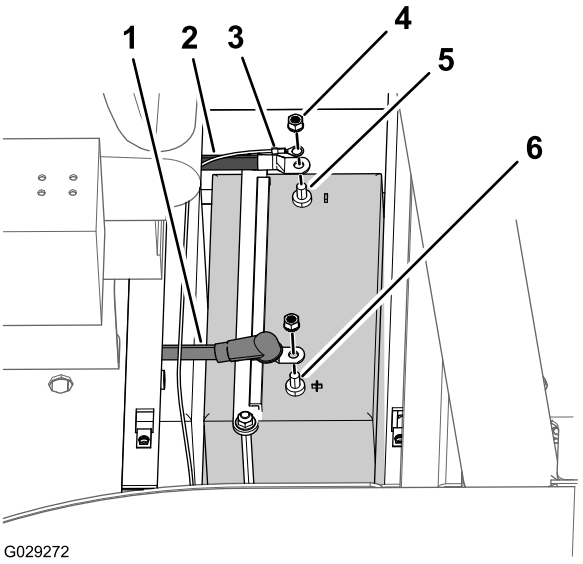

Figura 115
6. Rimuovete il dado della rondella di bloccaggio (3/8 poll.) che fissa il cavo negativo della batteria e il morsetto ad anello al prigioniero negativo della batteria e rimuovete i cavi dalla batteria (Figura 115).
7. Spostate indietro il cappuccio isolante e rimuovete il dado della rondella di bloccaggio (3/8 poll.) che fissa il cavo positivo della batteria al prigioniero positivo della batteria e rimuovete il cavo dalla batteria (Figura 115).
1. Montate il cavo positivo della batteria sul prigioniero positivo della batteria (Figura 115) con il dado della rondella di bloccaggio (3/8 poll.) che avete rimosso al passaggio 7 della sezione Preparazione allo scollegamento dei componenti (pagina 77).
3. Montate il cavo negativo della batteria sul prigioniero negativo della batteria (Figura 115) con il dado della rondella di bloccaggio (3/8 poll.) che avete rimosso al passaggio 6 della sezione Preparazione allo scollegamento dei componenti (pagina 77).